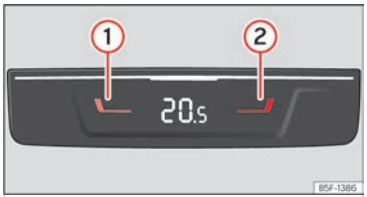

Fig. 116 En la parte trasera de la consola central: mandos para las plazas traseras.
- Pulse las teclas ① y ② ››› fig. 116 para ajustar la temperatura de la zona posterior.